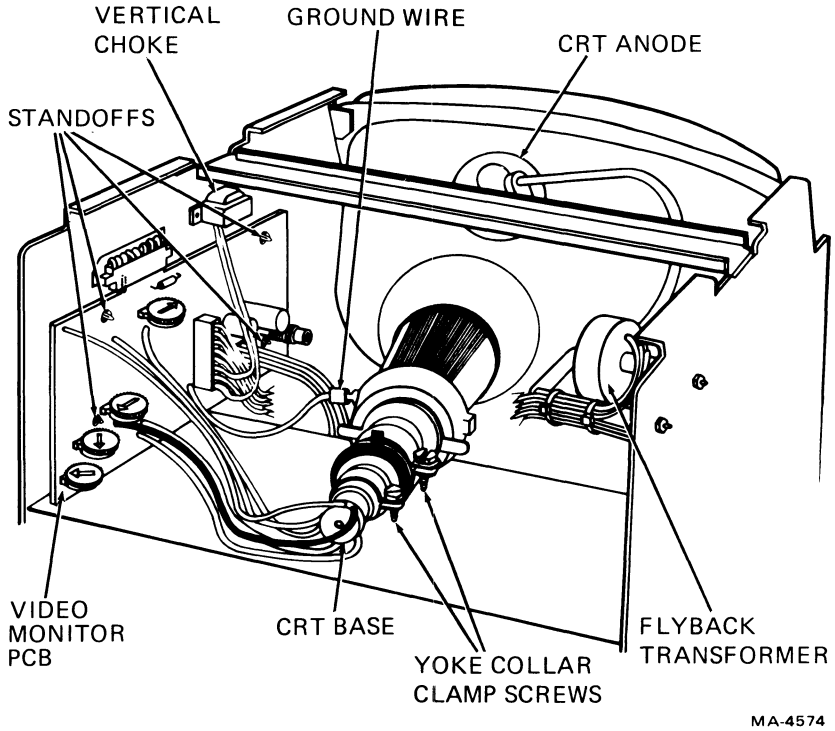

Figure 5-14 Elston Video Monitor Board Removal
2. Remove the circular connector from the base of the CRT (Figure 5-14).
7. Release the four (4) standoffs and remove the video monitor board.